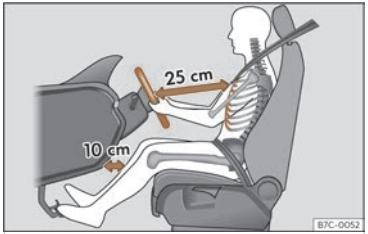

Abb. 12 Der richtige Abstand des Fahrers zum Lenkrad muss mindestens 25 cm (10 Zoll) betragen.
- Lenkrad so einstellen, dass der Abstand zwischen Lenkrad und Brustbein mindestens 25 cm (10 Zoll) beträgt ››› **(Abb. 12)** und das Lenkrad mit beiden Händen und leicht gebeugten Armen seitlich am äußeren Rand festgehalten werden kann.